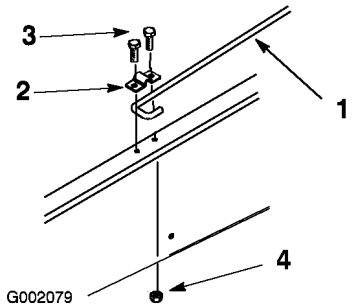

Figur 10
6. Lossa den bult som säkrar stöttans klämma vid ramen tills du kan skjuta stöttans J-formade ände under klämman (Figur 10).
7. Dra åt bulten och säkra klämmans andra sida med en ny bult (5/16 x 3/4 tum) och flänsmutter (5/16 tum) (Figur 10).